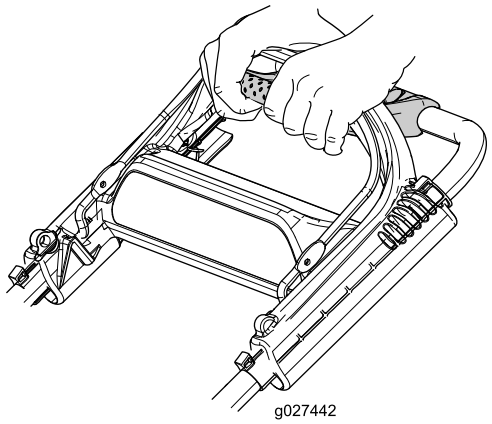

Figuur 21
1. Steek uw vingertoppen uit en neem de hoeken van de handgreep voor tractiehulp (Figuur 21).